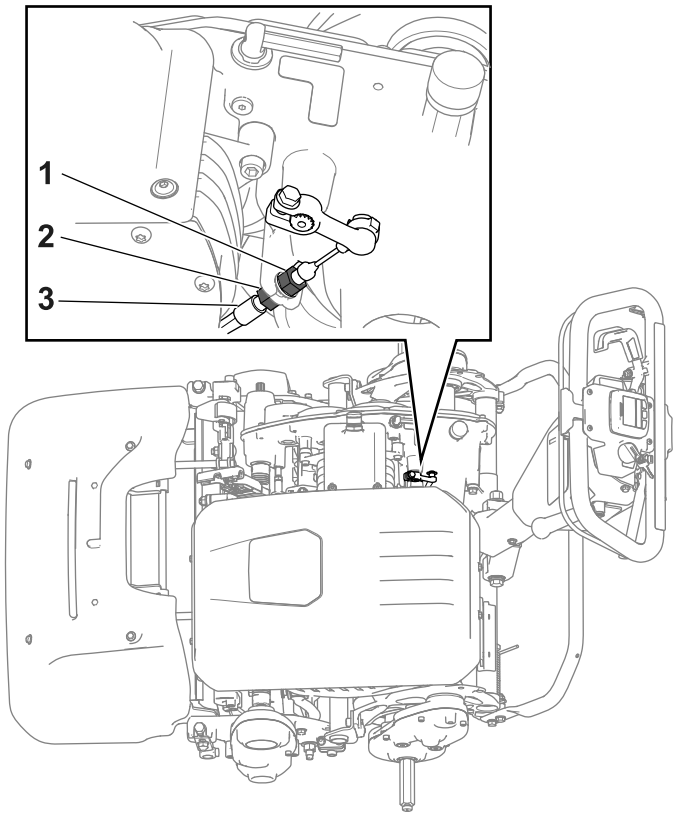

Figuur 25
- Draai om de kabelspanning te verhogen de voorste contramoer losser en de achterste contramoer vaster (Figuur 25). Herhaal stap 2 en stel de spanning af indien nodig.
- Draai om de kabelspanning te verminderen de achterste contramoer losser en de voorste contramoer vaster (Figuur 25). Herhaal stap 2 en stel de spanning af indien nodig.